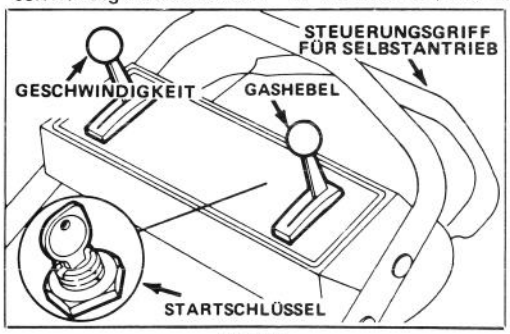

Bild 9
1. STEUERVORRICHTUNG – Startschlüssel (Elektrostart - Modell), Gashebel, Geschwindigkeitshebel und Antriebshebel befinden sich am oberen Griff (Bild 9). Seilstarter befindet sich am Motoroberteil.
2. Hochspannungsdraht auf Zündkerze schieben und bei Modellen mit Selbstantreib den geschwindigkeitshebel auf "N" einstellen (Bild 9).
4. STARTEN MIT E-START – Gashebel (Bild 9) auf Choke stellen. Startschlüssel (Bild 9) auf START drehen und bei Anlaufbeginn des Motors loslassen. Gashebel wunschgemäß einstellen.
6. STOPPEN (Bild 9) – Um Messer und Fahrantrieb zu stoppen, den Antriebshebel loslassen. Bodengeschwindigkeitshebel auf "N" stellen. Zum Stoppen des Motors den Drosselhebel auf OFF (AUS) stellen. Schlüssel aus dem Schalter herausziehen oder das Kabel von der Zündkerze abziehen, wenn der Mäher unbeaufsichtigt oder nicht in Benutzung ist.